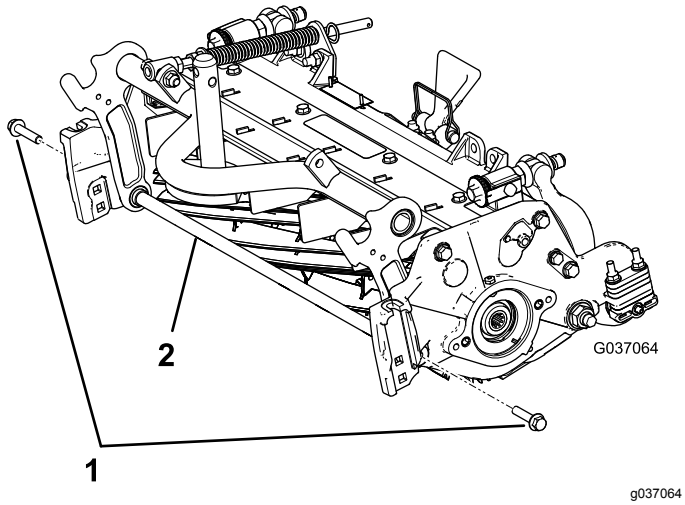

**Figur 6**
A. Ta bort de två flänsskruvarna som håller fast stödstången, och ta sedan bort stödstången (Figur 6).